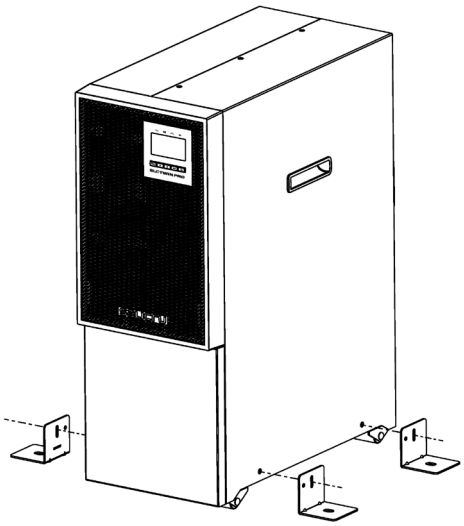

Fig. 22. Instalación de los soportes estabilizadores.
2. Instalar los soportes para mejorar la estabilidad, tal como se indica en la Fig. 22.